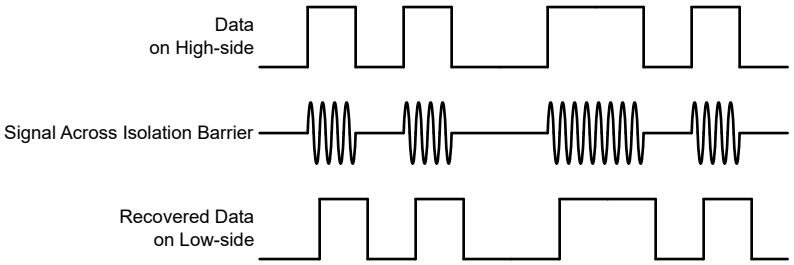

图 6-2. 基于 OOK 的调制方案
AMC23C10 使用开关键控 (OOK) 调制方案（如图 6-2 所示），跨过基于 SiO_2 的隔离栅来传输比较器输出状态。*功能方框图* 所示发送驱动器 (TX) 跨过隔离栅发送一个内部生成的高频载波来表示数字一，不发送信号则指示数字零。